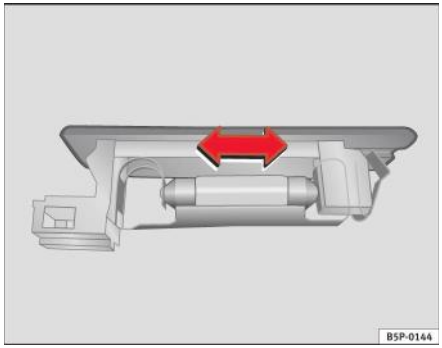

Fig. 175 Lampa din portbagaj
– Apăsați becul în lateral şi scoateți-l din carcasă ⇒ fig. 175.